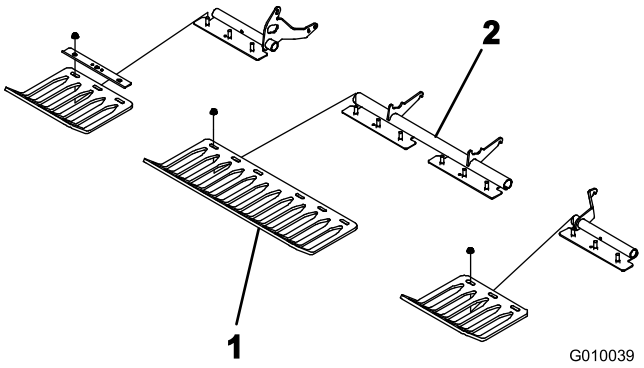

Figura 24
3. Instale, sem apertar, os protectores de relva nos suportes dos protectores de relva com 4 braçadeiras para os suportes de relva e 12 porcas flangeadas (Figura 24). Não aperte os dispositivos de fixação.
Nota: As braçadeiras para os suportes de relva e as porcas flangeadas são expedidas presas aos suportes dos protectores de relva (Figura 24).